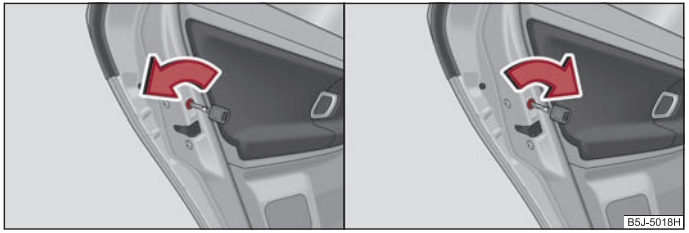

Fig. 25 Conectar el seguro para niños: para vehículos sin o con cierre centralizado
– En vehículos sin cierre centralizado gire la ranura del seguro de la puerta izquierda hacia la izquierda ⇒ página 36, fig. 25, y hacia la derecha en el caso de la puerta derecha.
– En vehículos con cierre centralizado gire la ranura del seguro de la puerta izquierda hacia la derecha, y hacia la izquierda en el caso de la puerta derecha ⇒ página 36, fig. 25.